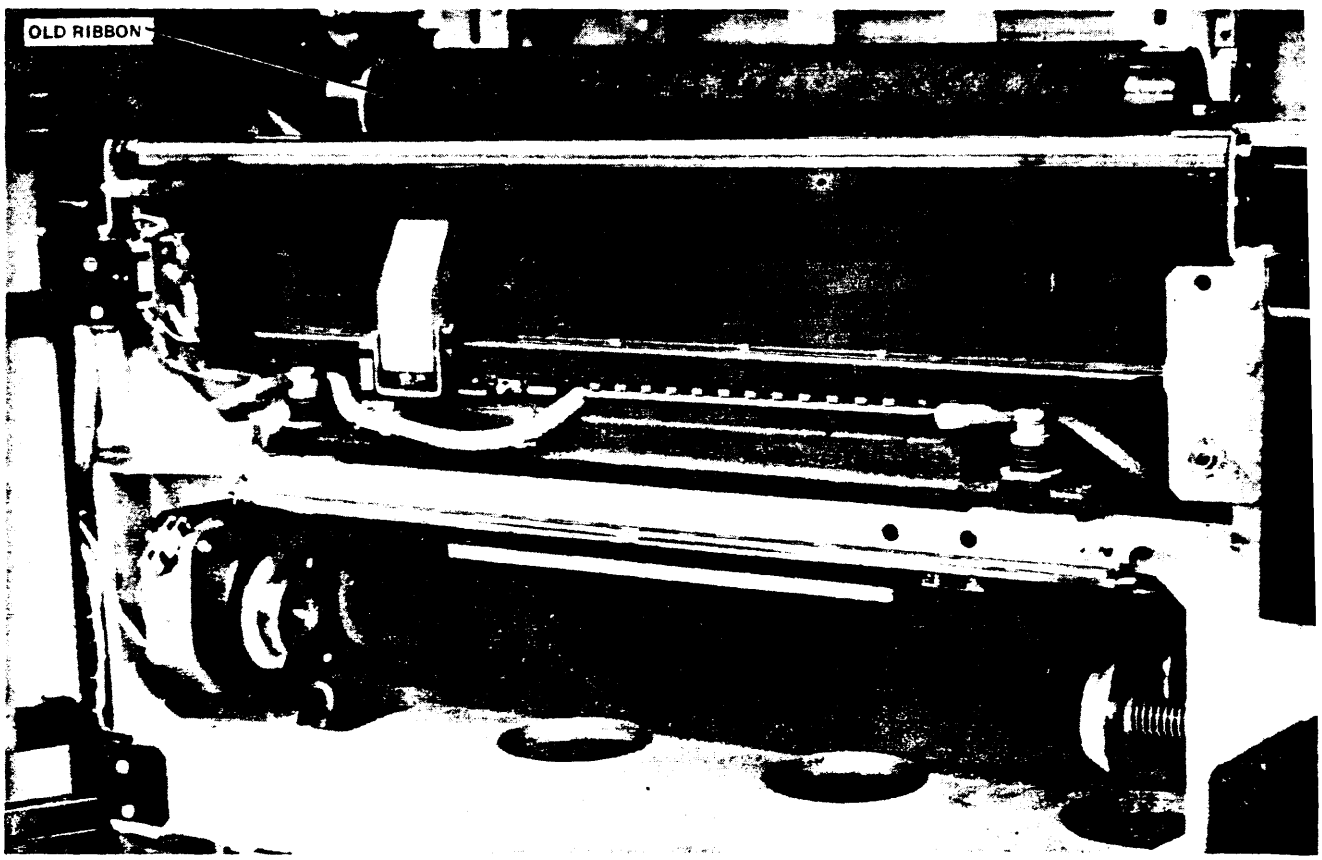

Figure C-31
2. Remove old front ribbon spool (Figure C-3Ø) and place on cartridge (Figure C-31).